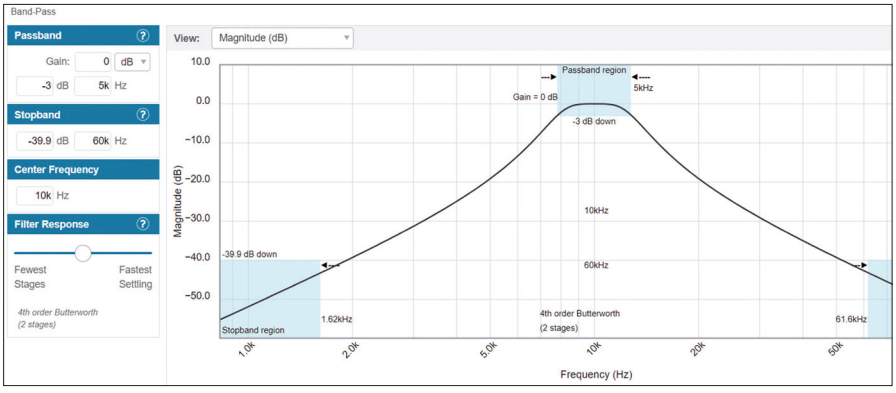

Figure 8.18 Fourth-order band-pass filter response.
- Make sure that the filter response shows Butterworth and click **Filter Response** (Figure 8.18).